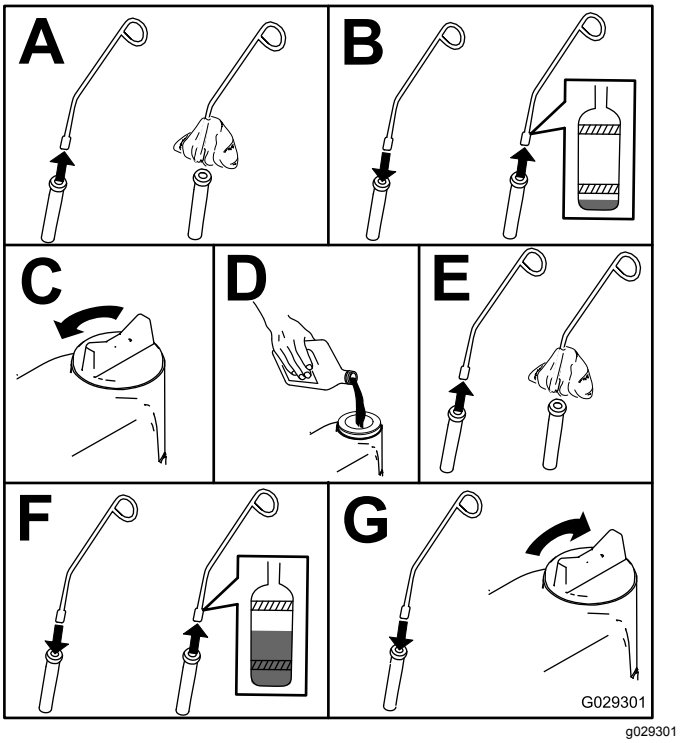

Figuur 48
3. Controleer het oliepeil zoals wordt getoond in Figuur 48.